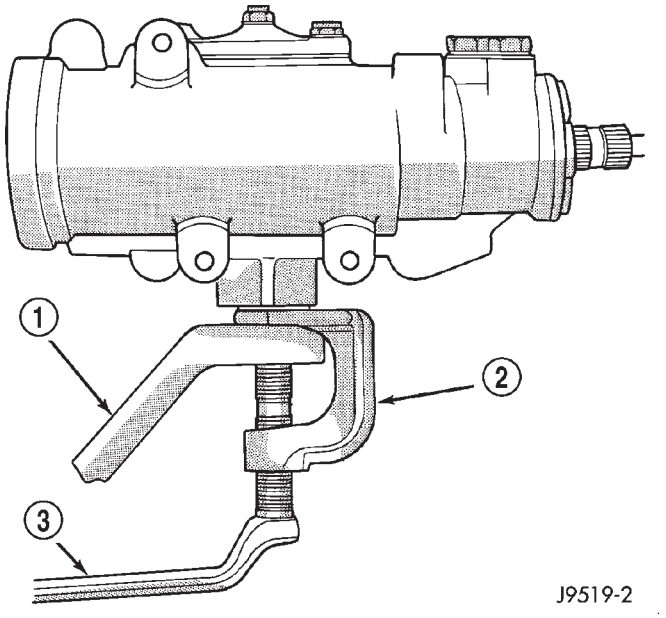

Fig. 2 Pitman Arm
(1) Remove the nut from the tie-rod.
(2) Remove the tie-rod end ball studs from the steering knuckles with an appropriate puller.
(3) Remove inner tie-rod ends from center link.
(4) Remove idler arm stud from center link with an appropriate puller. Remove the idler arm bolt from frame bracket.
(5) Remove pitman arm ball stud from center link.
(6) Mark the pitman arm and shaft positions for installation reference. Remove pitman arm with Puller C-4150A (Fig. 2).